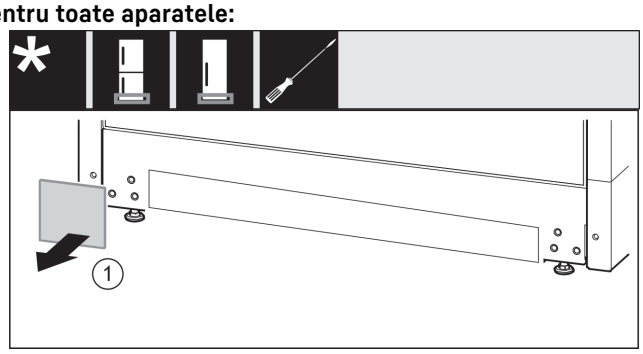

Fig. 47
- ▶ Scoateți capacul *Fig. 47 (1)*.